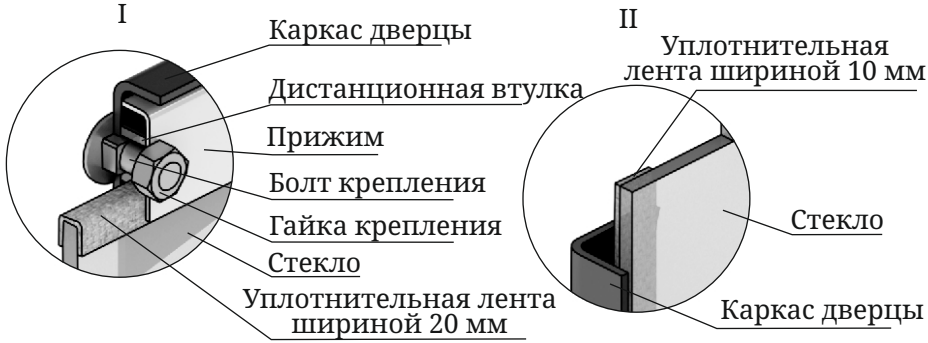

Рисунок 17. Крепление светорозрачного экрана дверцы модификации «Витра»
1. Отверните две гайки, фиксирующие прижим (рисунок 17.I), демонтируйте его и дистанционные втулки.
3. Возьмите новое стекло. Если на нем нет уплотнительных лент, наклейте их: лента шириной 20 мм наклеивается сверху и снизу стекла «П» - образно (рисунок 17.I), лента шириной 10 мм наклеивается вертикально, вдоль боковых сторон стекла (рисунок 17.II).
4. Вставьте стекло в упор, при этом лента, наклеенная с боковых сторон (вертикальная) должна быть зажата между стеклом и каркасом дверцы (рисунок 17.II).
Внимание! Гайки, крепящие прижим накручиваются на болты крепления через дистанционные втулки (рисунок 17.I).